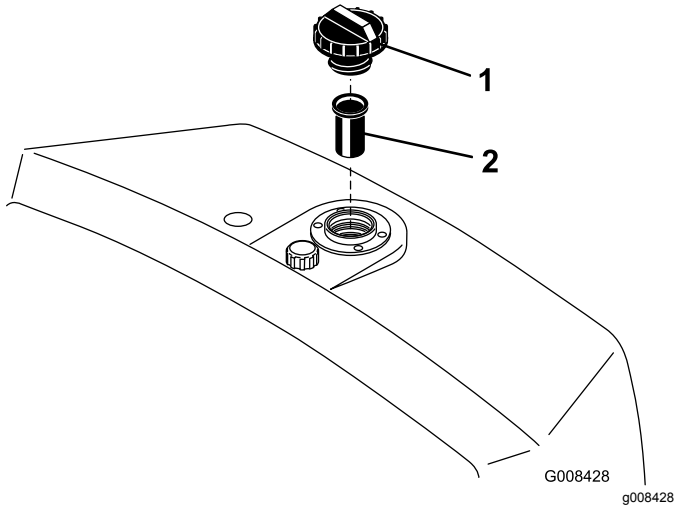

Figur 49
2. Fjern lokket fra toppen av beholderen, og sjekk væskenivået. Væsken bør nå opp til bunnen av skjermen i påfyllingshalsen (Figur 49).